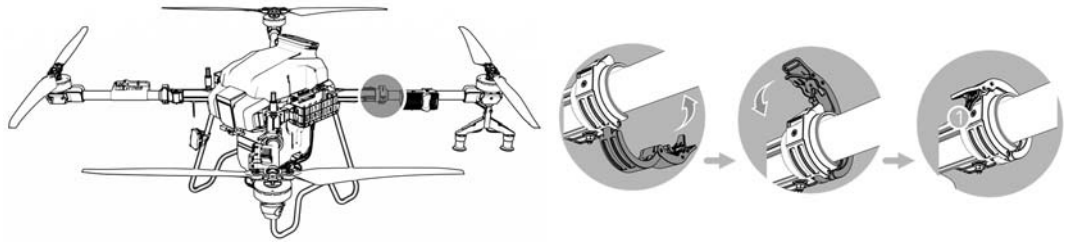

Figure 1-34 Arm Clamp
Step4： Make sure the clamping component is tightened, as shown in Figure 1-34.；